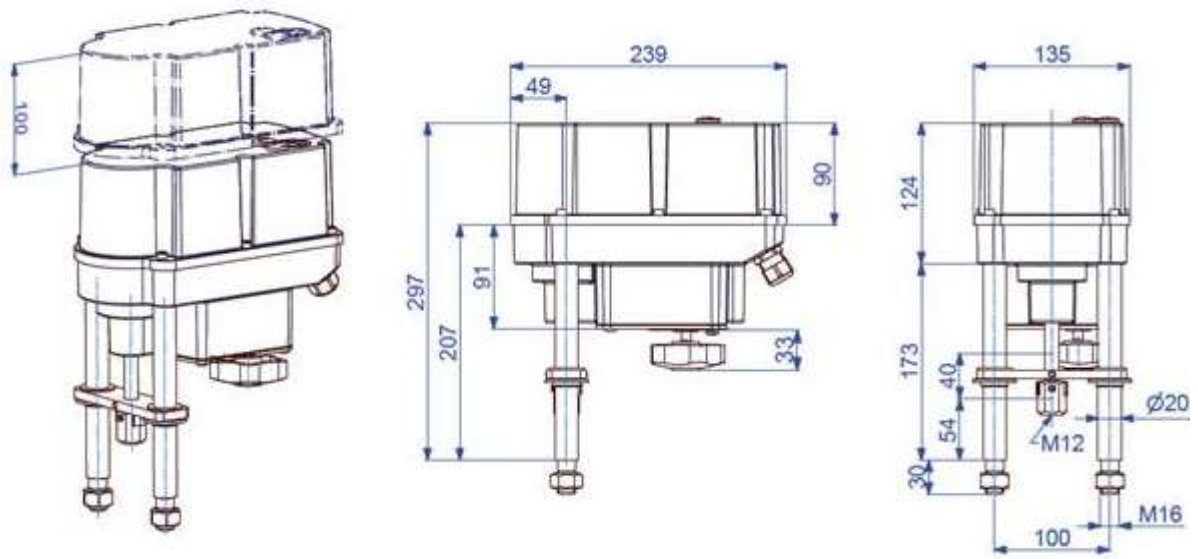

Figure 1 : Dimensions d'installation
- Les entraînements doivent être installés avec suffisamment d'espace libre pour le retrait du capot (figure 1).